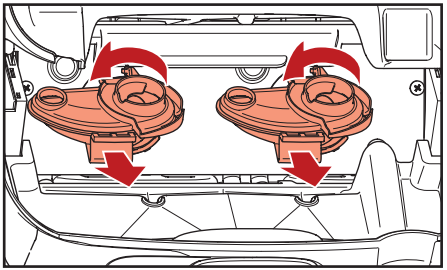

Fig. 5.10- Scoateți recipientele de mixare
b. Rotiți recipientele de mixare în sens invers acelor de ceas pentru a le deconecta și apoi trageți pentru a le scoate (fig. 5.10).